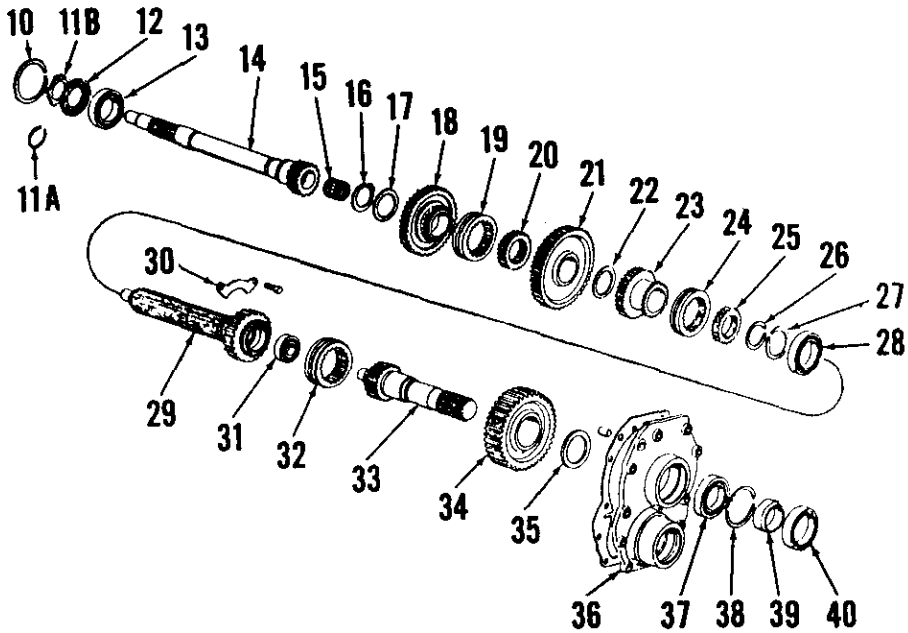
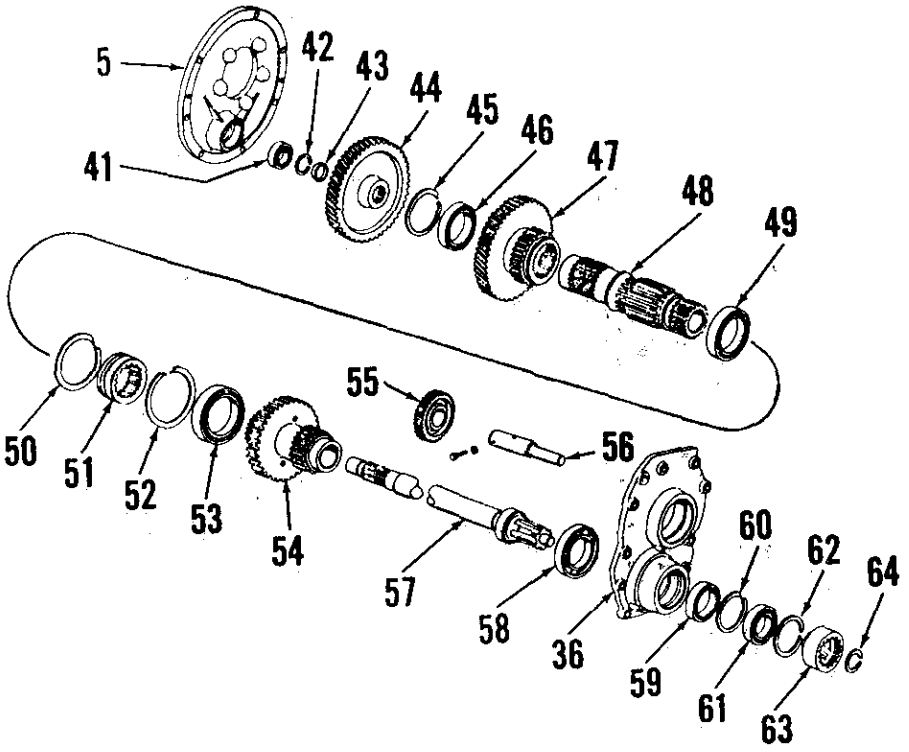

Fig. 193–Transmission upper shafts, gears and associated parts used in six speed models.
Fig. 194–Transmission lower shafts, gears and associated parts used on six speed models with live pto.
On single clutch models, unseat snap ring (10—Fig. 193) and withdraw input shaft (14) and bearings. On dual clutch models (with transmission removed), remove bearing (41—Fig. 194) using a suitable puller, and unseat and remove snap ring (42). Remove snap ring (64) coupling (63) and snap ring (62) from rear of pto countershaft; then drift countershaft and rear bearing (61) rearward until drive gear (44) can be removed. Transmission input shaft can now be removed by unseating snap ring (10—Fig. 193) and withdrawing shaft and bearing (13). Refer to Fig. 195 for differences between single clutch and dual clutch models.
206. REAR SUPPORT PLATE, PTO DRIVE SHAFT, OUTPUT SHAFT AND SECONDARY COUNTERSHAFT. On single clutch models, rear support plate (36—Fig. 193) and associated parts can be removed after splitting tractor between transmission and rear axle center housing as outlined in paragraph 284. On dual clutch models it will be necessary to remove transmission as outlined in paragraph 202 and front support plate as in paragraph 205.
Remove locking wire and rear cover cap screws. On single clutch models, pry support plate from its doweled position on transmission housing. On dual clutch models, remove pto countershaft front bearing (41—Fig. 194) using a suitable puller; remove snap ring (42), then bump pto countershaft (57) rearward until rear plate (36) is free of dowels. PTO output shaft will be removed with rear plate; remove snap ring (64), coupling (63) and snap ring (62), then bump the pto output shaft rearward out of plate.
Transmission output shaft (33—Fig. 193) and secondary countershaft (54—Fig. 194) will remain in transmission housing. Refer to Fig. 196. Partially withdraw secondary countershaft until front bearing clears housing bore, then lower countershaft to bottom of com-
Fig. 192–Exploded view of front support plate and associated parts used on dual clutch models. Transmission input shaft (14–Fig. 193) will remain with transmission and is not removed with front support plate.
Fig. 195–View showing differences in pto drive train in Live PTO models (left) and Transmission PTO models (right). On Transmission pto models, PTO drive shaft (57–Fig. 194) splines into transmission countershaft (48) as shown.
Secondary countershaft front bearing (53—Fig. 194) can be removed from shaft using a suitable press or puller; and two 3/16-2 inch steel rods or bolts inserted in holes provided, to apply pressure to inside of inner race of bearing.
207. **MAINSHAFT ASSEMBLY.** To remove the transmission mainshaft assembly (29—Fig. 193), first remove transmission from tractor and remove front support plate, rear support plate, input and output shafts and the shift mechanism as previously outlined.
Use Figs. 193 and 197 as guides if necessary, and assemble by reversing the disassembly procedure. Tighten bearing retaining plate cap screws to a torque of 72-96 inch-pounds.
Remove the idler shaft set screw from outside left of transmission housing. Move shaft forward and lift out high speed fork (13—Fig. 190) and its accompanying sliding coupling; then slide shaft rearward while lifting out reverse idler gear (55—Fig. 194).
209. **MAIN COUNTERSHAFT.** With transmission mainshaft removed as outlined in paragraph 207 and reverse idler removed as in paragraph 208, remove main countershaft (48—Fig. 194) as follows: